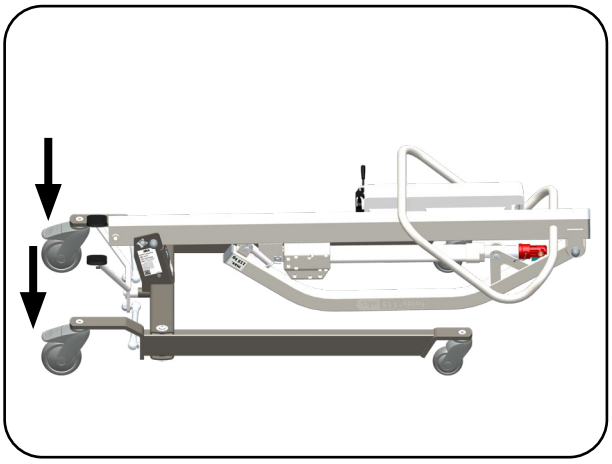

Abb. 6.2.01 – Fahrgestell mit festgestellten Laufrollen
2. Stellen Sie das Fahrgestell mit den Laufrollen auf den Boden (Abb. 6.2.01).
3. Bremsen Sie die beiden hinteren Laufrollen an der Bedienerseite, durch Betätigung des Tritthebels (Abb. 6.2.01); siehe Kapitel Bedienung Abschnitt **Laufrollen**.
14. Lösen Sie die Bremsen der hinteren Laufrollen an der Bedienerseite durch Betätigen des Tritthebels (Abb. 6.2.01); siehe Kapitel Bedienung Abschnitt **Laufrollen.**